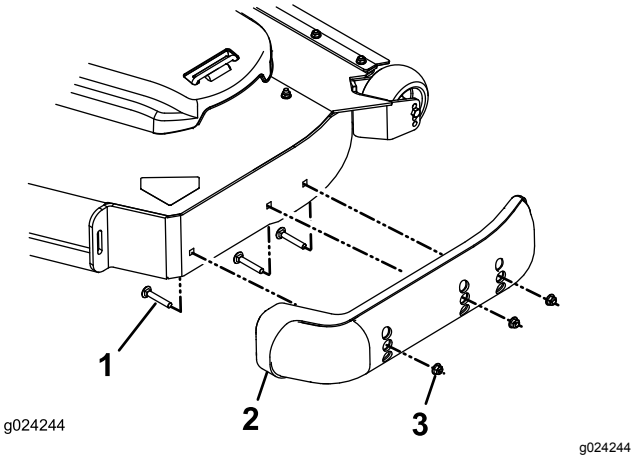

Figur 29
3. Afmonter bræddeboltene og møtrikkerne på hver glider (Figur 29).